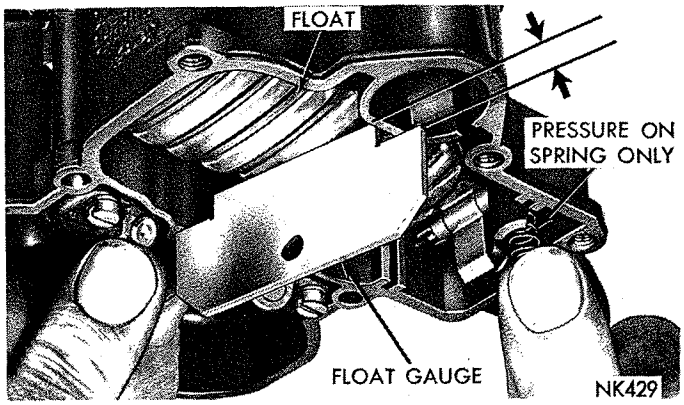

*Fig. 15—Checking the Float Setting*
(1) Invert main body so that weight of floats only is forcing needle against seat. **Be sure hinge pin does not drop out of float hinge.** Hold down with fulcrum pin spring.
(2) Using Tool 73725 or a "T" scale, measure float level, as shown in (Fig. 15). There should be 5/32 inch from surface of fuel bowl to crown of the float at center.